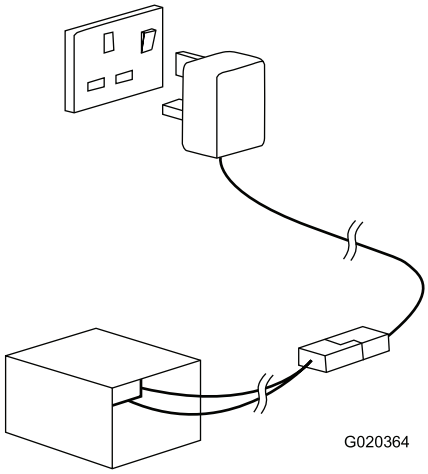

Figuur 32
2. Sluit de acculader aan op een stopcontact (Figuur 32).